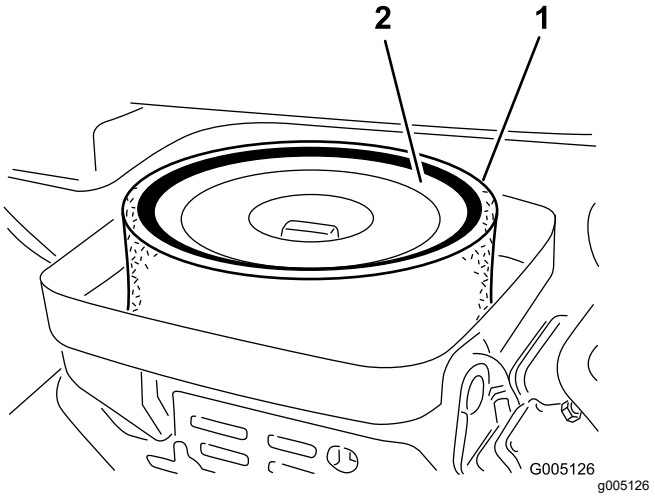

Figure 41
3. Enlevez l'écrou à oreilles qui fixe les éléments au boitier du filtre à air (Figure 41).
4. Si l'élément en mousse est encrassé, sortez-le de l'élément en papier (Figure 41). Nettoyez-le soigneusement comme suit :